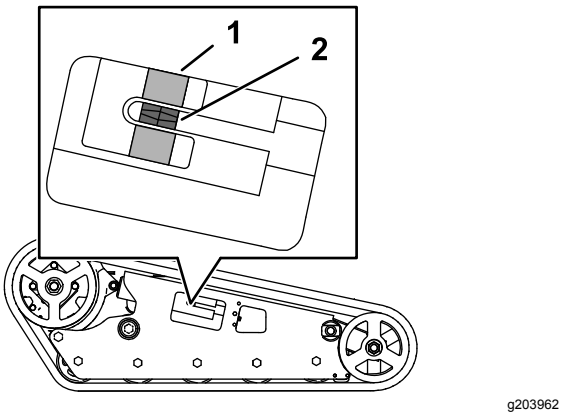

Rysunek 56
Upewnij się, że blok napinający znajduje się równo z zieloną wskazówką na naklejce lub w odległości 1,3 cm od końca prowadnicy rury napinającej (Rysunek 56). Jeżeli tak nie jest, należy skorygować napięcie gąsienicy w następujący sposób:
4. Używając klucza grzechotkowego z zabierakiem ½ cala obracaj śrubę napinającą w lewo, aż blok napinający zrówna się z zieloną wskazówką na naklejce lub znajdzie się w odległości 1,3 cm od tylnej krawędzi rury (Rysunek 56).
8. Upewnij się, że dla każdej z gąsienic blok napinający zrówna się z zielonym zakresem na etykiecie lub znajdzie się w odległości 1,3 cm od końca rury napinającej (Rysunek 56). W razie potrzeby wyreguluj.